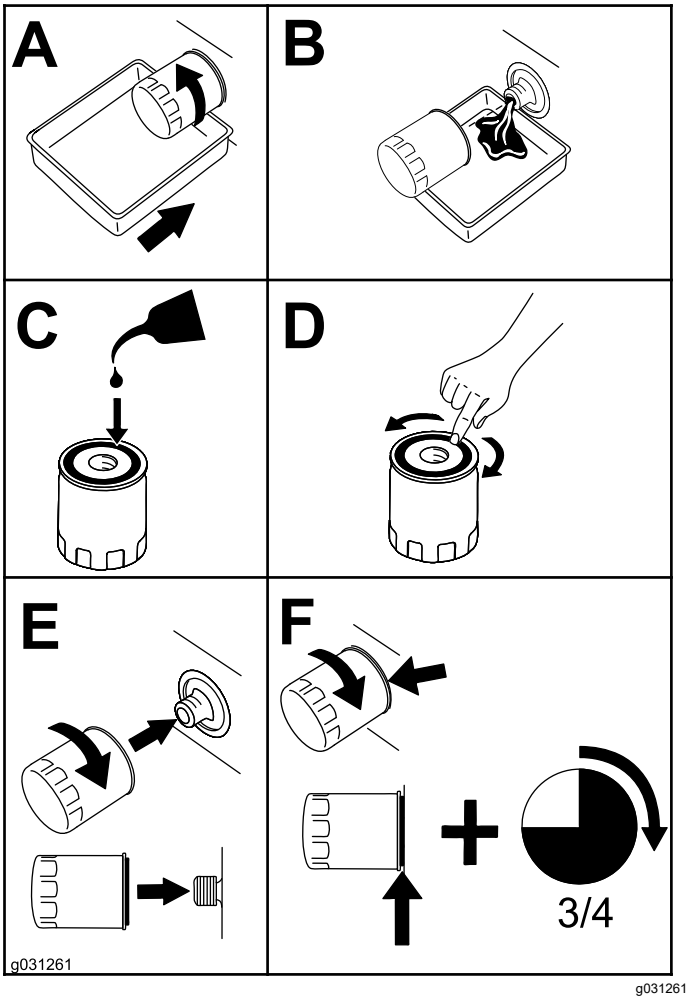

Figuur 51
4. Vervang het oliefilter van de motor zoals wordt getoond in Figuur 51.